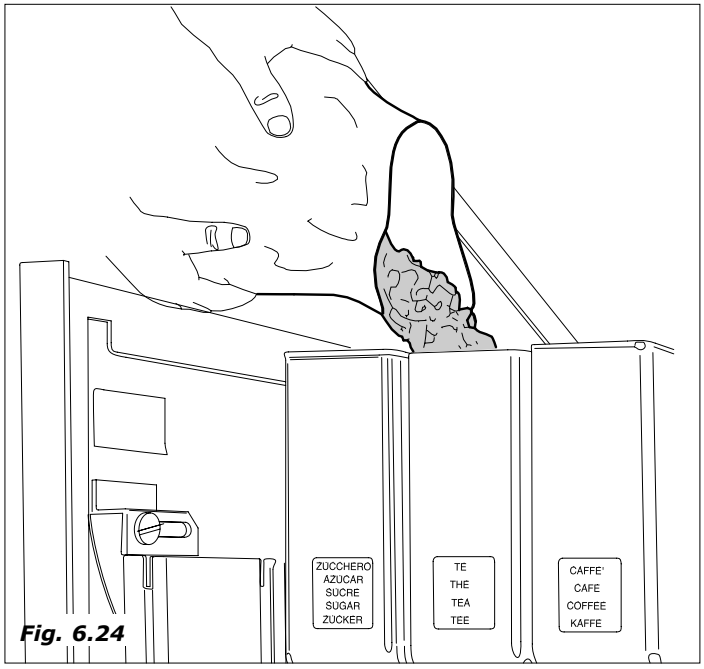
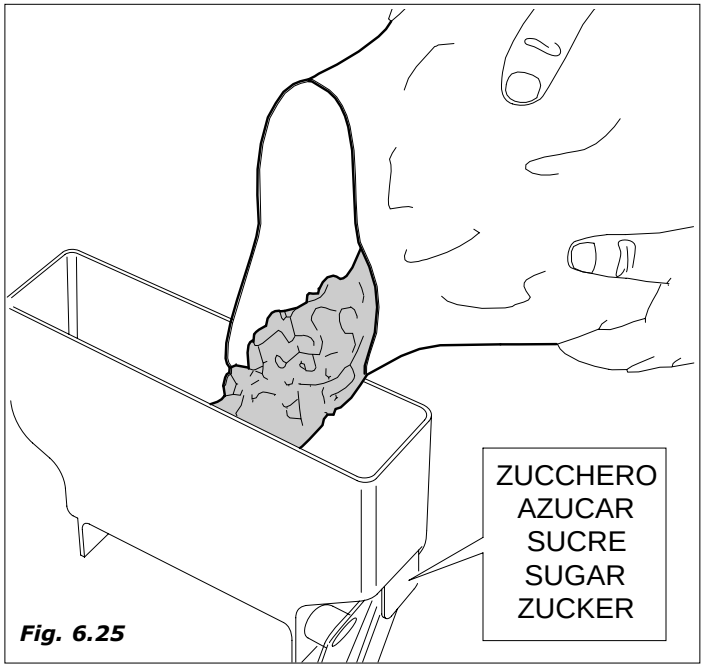

Fig. 6.24
Fig. 6.25
- levantar a tampa de cada recipiente e por o produto como indicado na etiqueta *(Fig.6.24 - Fig.6.25)*